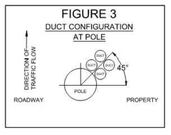

FIGURE 4
6) IF CONCRETE IS POURED IN MULTIPLE SECTIONS, INSTALL REBAR AT ALL JOINT LOCATIONS. REFER TO FIGURE 4.